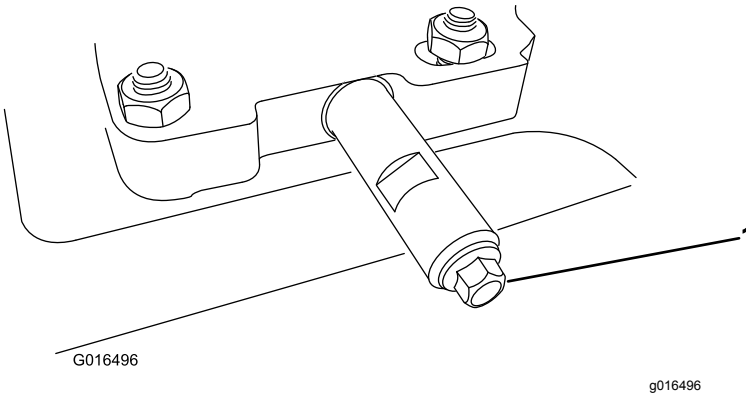

Rysunek 33
1. Wyczyść obszar wokół korka spustowego oleju (Rysunek 33).